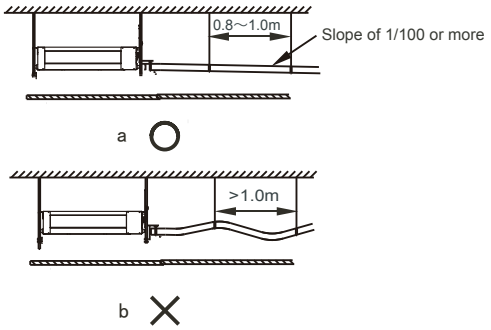

Figure 5.2
4. In order to prevent the back-flow of water into the interior of the air conditioner when the operation stops, the water discharge pipe should slope downwards towards the outside (drainage side) at a slope of more than 1/100. Make sure that the water discharge pipe does not swell or store water; otherwise, it will cause strange noises. See Figure 5.2.
5. When connecting the water discharge piping, do not use force to pull the pipes to prevent the water suction pipe connections from coming loose. At the same time, set a supporting point at every 0.8~1 m to prevent the water discharge pipes from bending. See Figure 5.2.